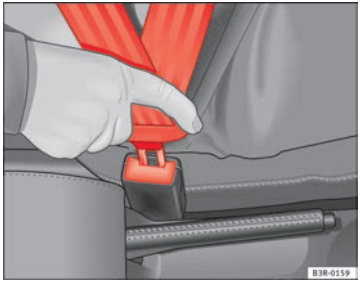

Fig. 13 Belt buckle and latch plate of seat belt
– Insert the latch plate into the buckle for the appropriate seat and push it down until it is securely locked with an audible click ⇒ Fig. 13.